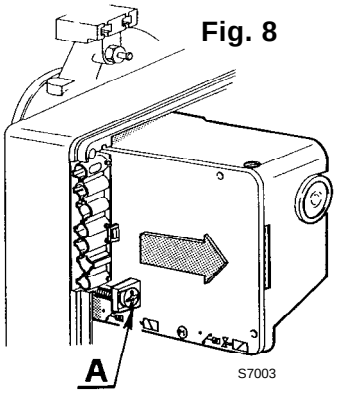

Fig. 8
To remove the control-box from the burner, loosen the screw (**A**, fig. 8) after removing all components, the 7 pin plug, the connector **(C)**, the high tension cables **and the earth wire (H).**